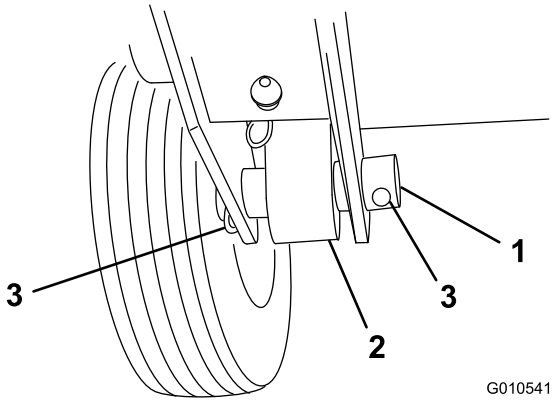

Figur 3
2. Afstandsklods (2)
5. Monter bagsiden af løftearmen på løftecylinderen med en drejetap og 2 splitter (leveres med traktionsenheden) (Figur 3).